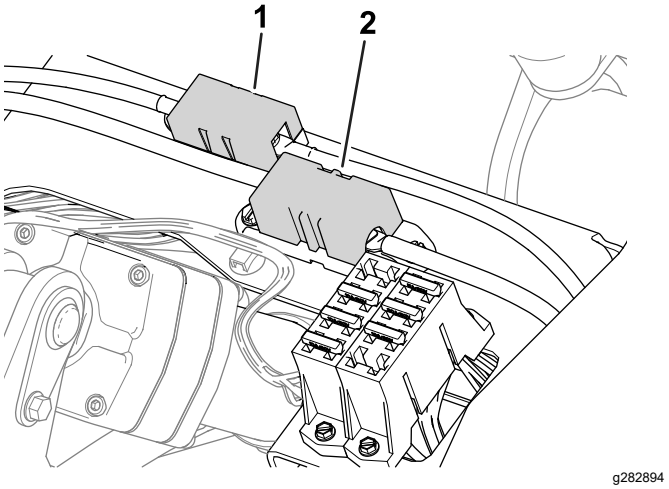

Figur 58
- Generatorns säkringar (100 A) och höger hjulmotor (60 A) sitter under sätet (Figur 58).